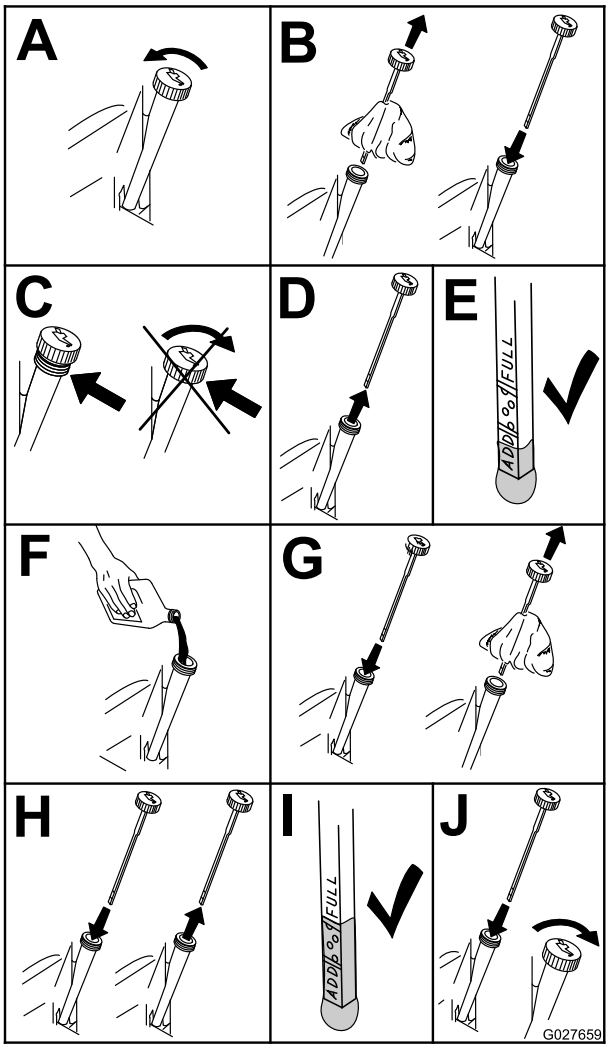

Figuur 53
2. Zet de motor af, verwijder het contactsleuteltje en wacht totdat alle bewegende onderdelen tot stilstand zijn gekomen voordat u de bestuurderspositie verlaat (Figuur 53).